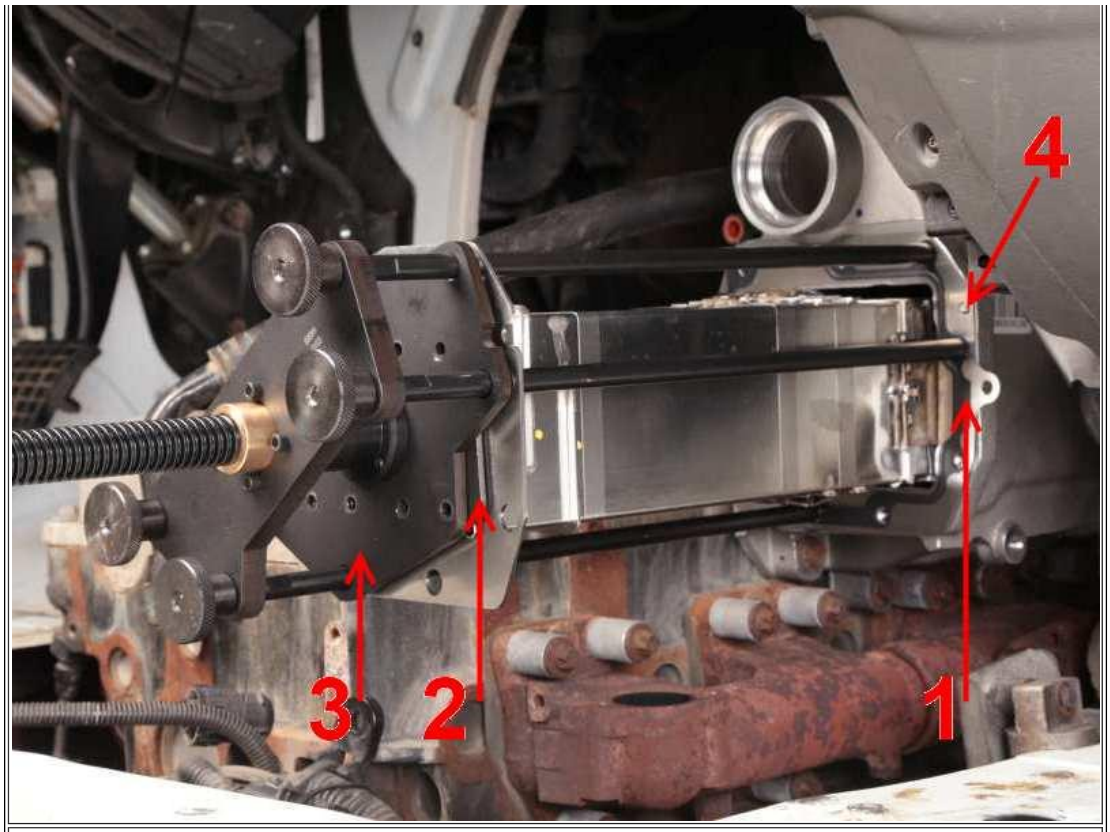

Figure 8: HT Core Installation
4. Install the core to housing gasket (**Figure 8,** Item 1).